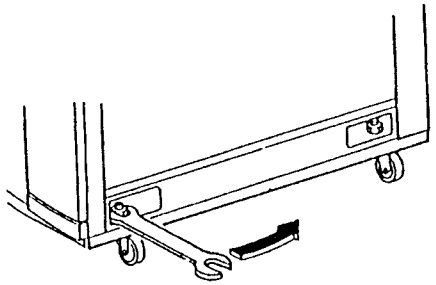

Рис. 5. Ослабьте правую контргайку
6. В случае необходимости ослабьте контргайку правой роликовой опоры (Рис. 5).